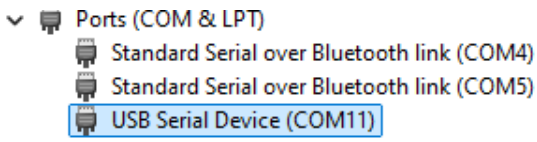

Figure 6: Windows Device Manager showing the LoPy4 COM port under *Ports* (*COM & LPT*)
4. Select the correct Port. Look for a **Pysense** COM port (e.g., COM3). If unsure, open *Device Manager* → *Ports* (*COM & LPT*) to identify the correct port (see Figure 6).